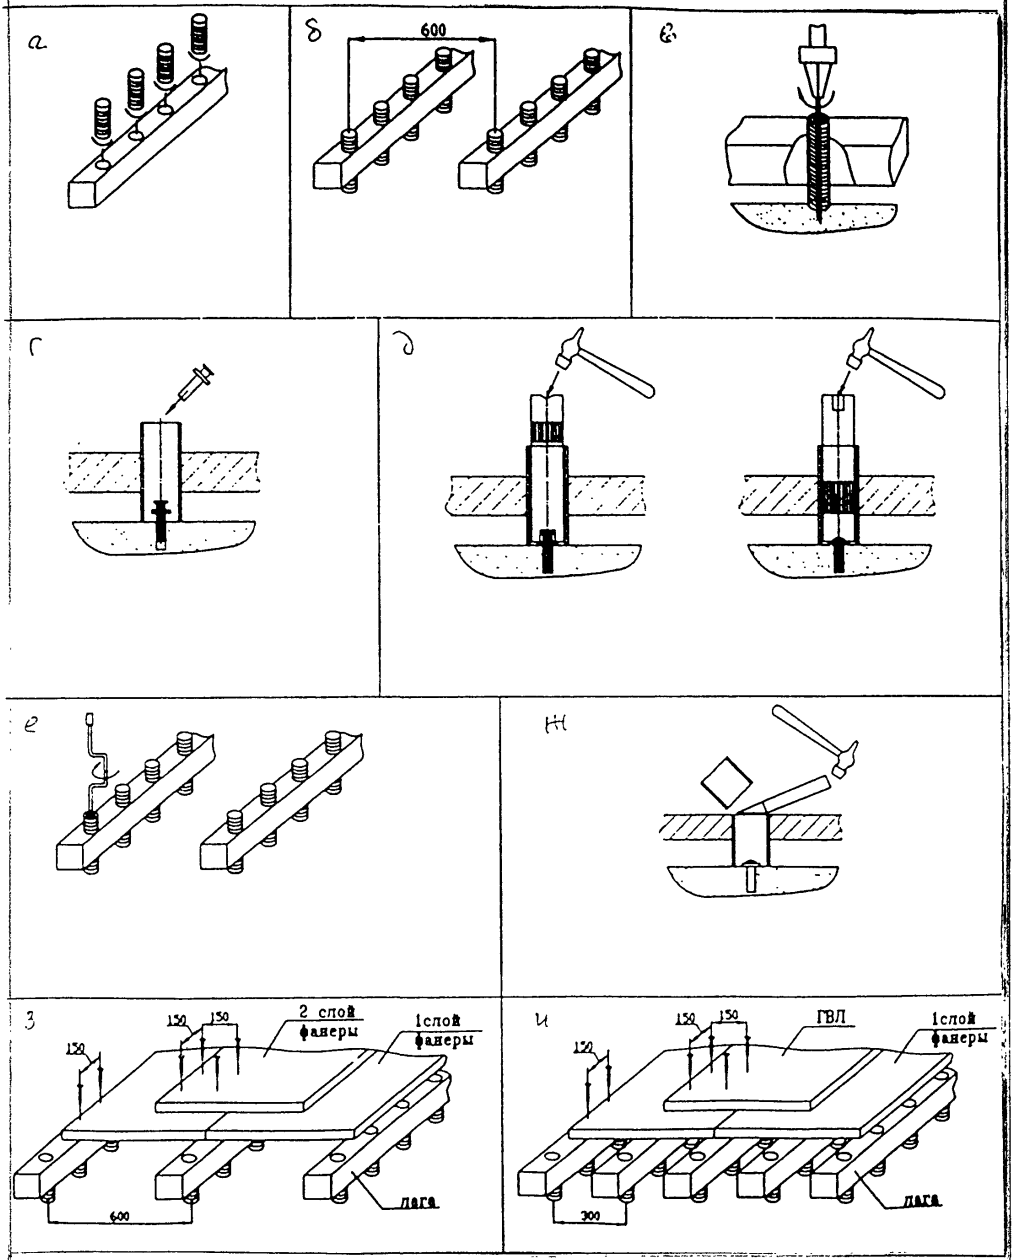

Рис. 2 Последовательность операций при установке регулируемых лаг и закрепления к ним сборной стяжки
5.48 При значительных неровностях подстилающего слоя возможно выполнение сборной стяжки из фанеры по регулируемым лагам со сквозными резьбовыми отверстиями (рис. 2).
5.50 Перед установкой в отверстия лаг ввинчиваются пластиковые болт-стойки, на которые опираются лаги (рис. 2а).
5.51 Лаги устанавливаются на перекрытии с шагом 375 мм, после чего через болты-стойки в перекрытии засверливаются отверстия (рис. 2б, в).
5.52 В болт-стойку помещают дюбель-гвоздь, который на неполную глубину забивают с помощью дробника в отверстие, выполненное в перекрытии (рис. 2г, д).
5.53 С помощью завинчивающего инструмента регулируют необходимое положение лаг по уровню (рис. 2е) и окончательно закрепляют лаги к перекрытию с помощью дюбель-гвоздя, после чего выступающие части болтов-стоек срезают с помощью стамески (рис. 2ж).
5.54 На установленные таким образом лаги укладывают сборную стяжку из двух слоёв фанеры толщиной по 10 мм, закрепляя их с шагом 150 мм саморезами. При этом второй лист фанеры должен перекрывать стыки нижнего слоя (рис. 2з).